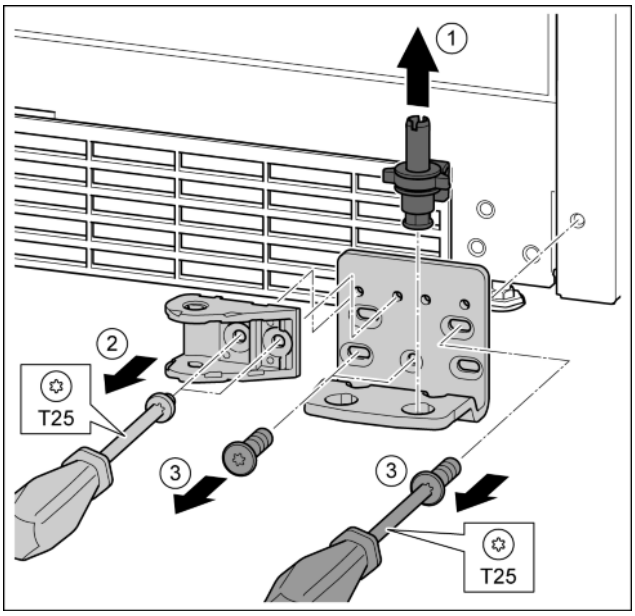

Fig. 31
▶ Lagerbouten compleet vanaf de bovenkant eruit trekken. *Fig. 31 (1)*
▶ Schroeven met schroevendraaier T25 eruit draaien en de sluitdemperverbinding eraf halen. *Fig. 31 (2)*
▶ Schroeven met schroevendraaier T25 eruit draaien en lagerbus eraf halen. *Fig. 31 (3)*